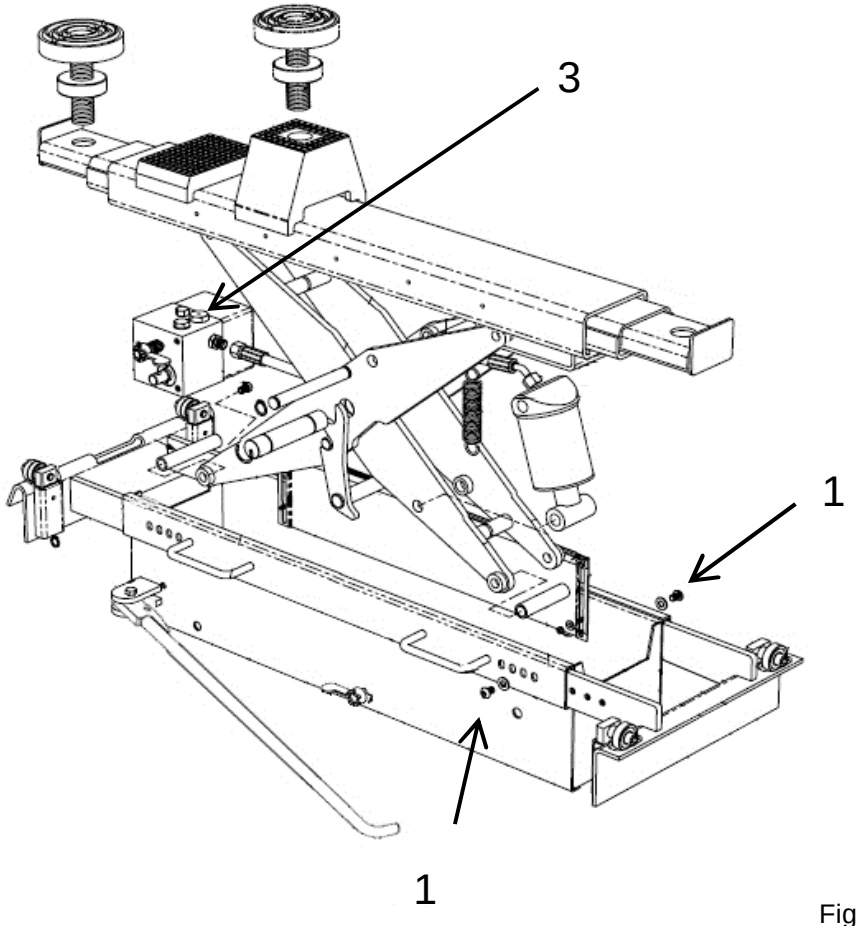

Fig 2
A. Draai de 4 borgschroeven (pos. 1, fig. 2) los met een 5 mm inbussleutel.
Indien de hefbrugkrik “elastisch” lijkt, ontlucht dan door olieafdichting (pos. 3, fig. 2) los te draaien. Hef de hefbrugkrik 2-3 maal tot de maximale hoogte. Vergeet niet olieafdichting (pos. 3, fig. 2) weer aan te draaien.